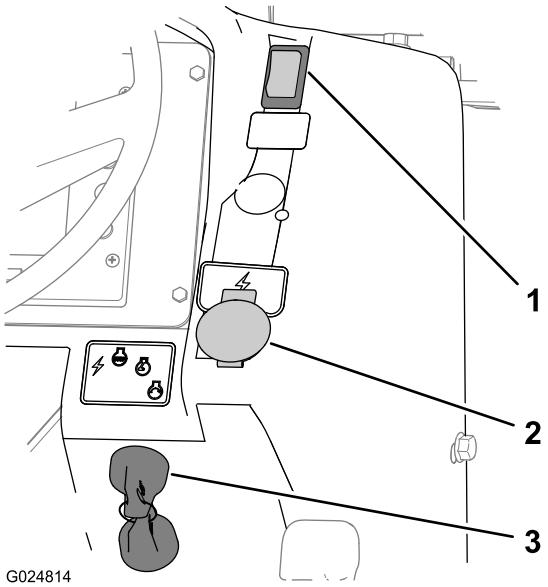

Рисунок 11
- Включите стояночный тормоз, нажав на переключатель стояночного тормоза вниз (Рисунок 11).
Используйте ключ замка зажигания, чтобы включить электрическое оборудование, запустить двигатель и остановить машину (Рисунок 11). Этот переключатель с ключом имеет следующие четыре положения: